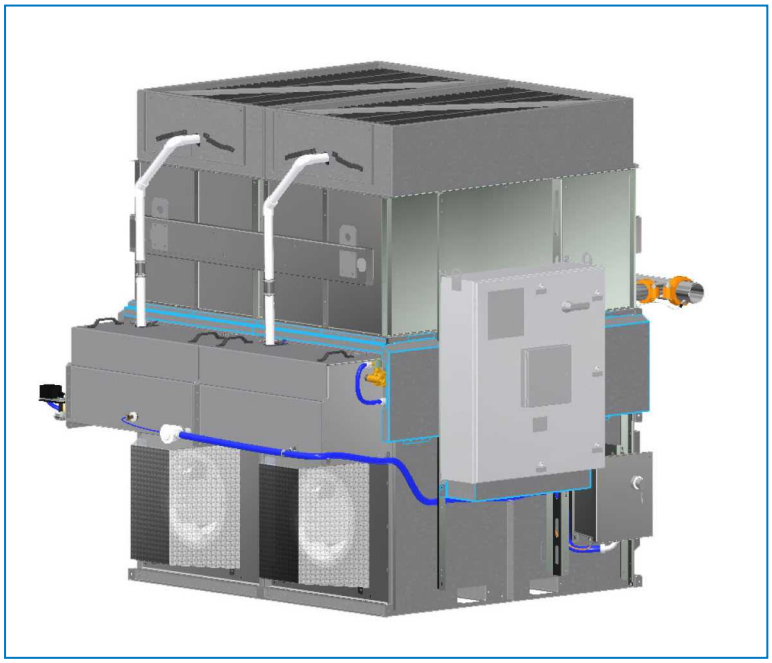
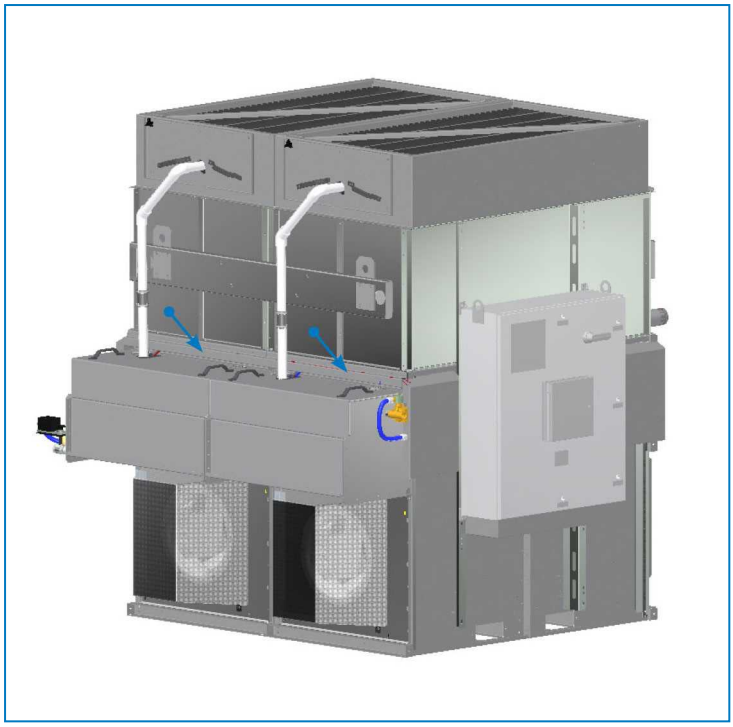

Рис. 14. Расположение защитных панелей вокруг панели системы управления iPilot™ (показан дополнительный нагреватель бассейна)
Рис. 19. Установка защитной панели для проводки
1. Снимите остальные защитные панели вокруг панели управления и над бассейном воды для орошения. Сохраните крепежные изделия, чтобы установить панели на место. См. рисунок 14.
10. Установите защитную панель для проводки в верхней части бассейна воды для орошения. См. рисунок 19. dУстановите защитную панель с обратной стороны и сбоку. См. рисунки 11 и 12. В конце установите защитные панели вокруг панели системы управления iPilot™, см. рисунок 14.